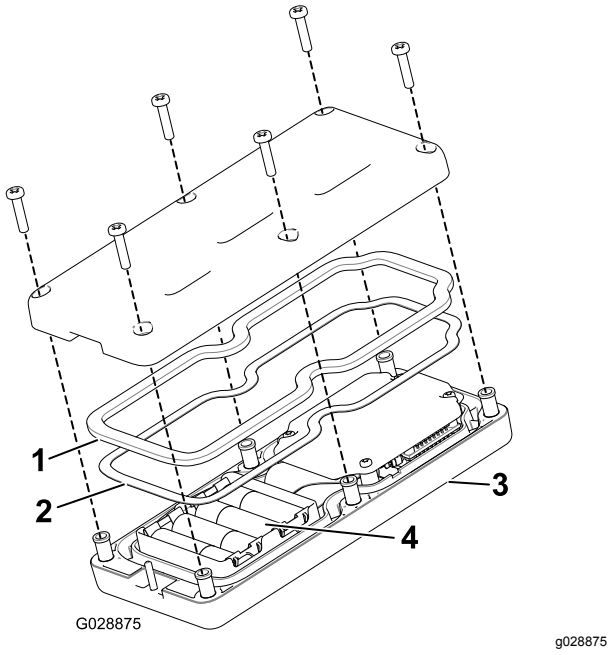

**Figur 18**
2. Sæt batterierne i batterirummet, og sørg for at forbinde med de rigtige poler. I batterirummet findes der mærkater, der viser batteriernes poler (Figur 18).
3. Sørg for, at stålpakningen og gummipakningen er placeret i kanalen i den håndholdte styreenhed, og sæt bagdækslet på plads (Figur 18).
4. Fastgør dækslet med 6 skruer (Figur 18), og tilspænd dem med et moment på 1,5 til 1,7 Nm.